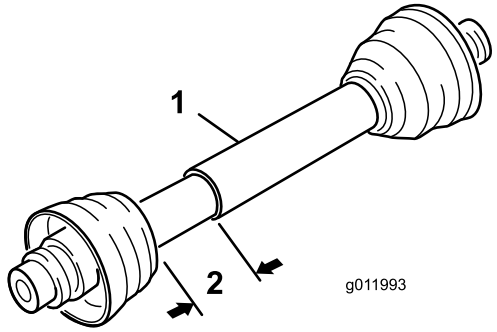

**Figuur 5**
4. In de kortste stand van de as moeten de 2 helften van de aftakas nog minimaal 37 mm hebben om verder in te schuiven (figuur 5).